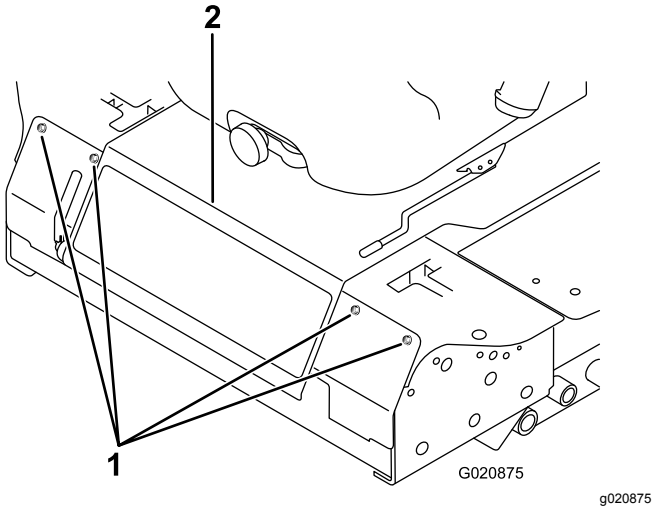

**図 44**
2. 前パネルを止めているボルトを外して前パネルを外す(図 44)。